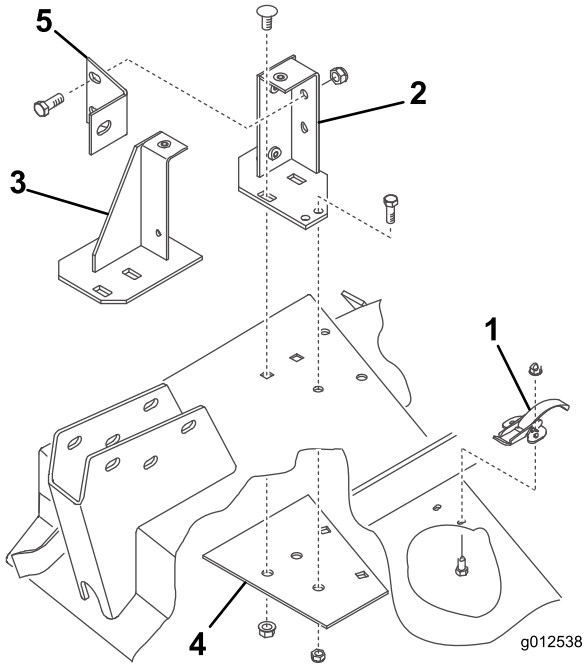

Figure 9
1. Retirez les fixations qui maintiennent la fermeture à ressort du couvercle droit sur le côté droit du plateau de coupe (Figure 9). Déposez et conservez le verrou pour une prochaine utilisation avec le couvercle droit.
2. Placez le ventilateur et les supports de fixation sur le plateau, en alignant les trous de montage et les trous utilisés précédemment pour monter le déflecteur d'herbe. La Figure 9 montre le ventilateur déposé des supports. Veillez à maintenir un espace suffisant entre le ventilateur et le plateau de coupe.
3. Placez le nouveau renfort sous le plateau de coupe en alignant les trous de montage et les trous utilisés précédemment pour monter le déflecteur d'herbe (Figure 9).
4. Fixez les supports avant et arrière ainsi que le renfort sur le plateau au moyen de 2 boulons de carrosserie (3/8 - 16 x 7/8 po) et écrous à embase retirés précédemment (Figure 9). La tête des boulons doit se trouver au sommet du plateau de coupe.
7. Fixez les supports et le renfort sur le plateau de coupe au moyen des boulons (5/16-18 x 3/4 po) et contre-écrous (Figure 9). La tête des boulons doit se trouver au sommet du plateau de coupe.
8. Fixez le raidisseur sur le support arrière à l'aide de 2 boulons (3/-16 x 1 po) et contre-écrous (Figure 9, et sur le bras pivotant à l'aide d'un boulon (3/8-16 x 1 po).